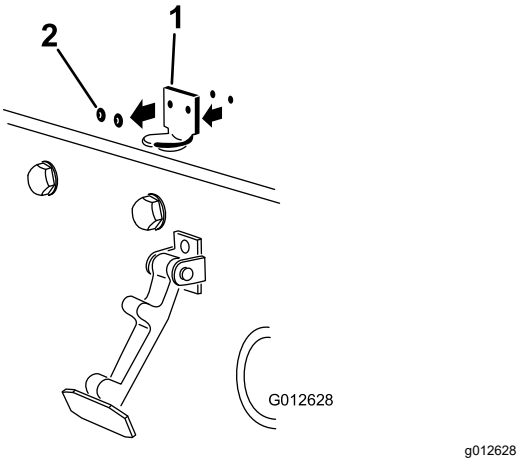

**Figuur 4**
2. Verwijder de 2 popnagels waarmee de motorkapvergrendeling aan de motorkap is bevestigd (Figuur 4).